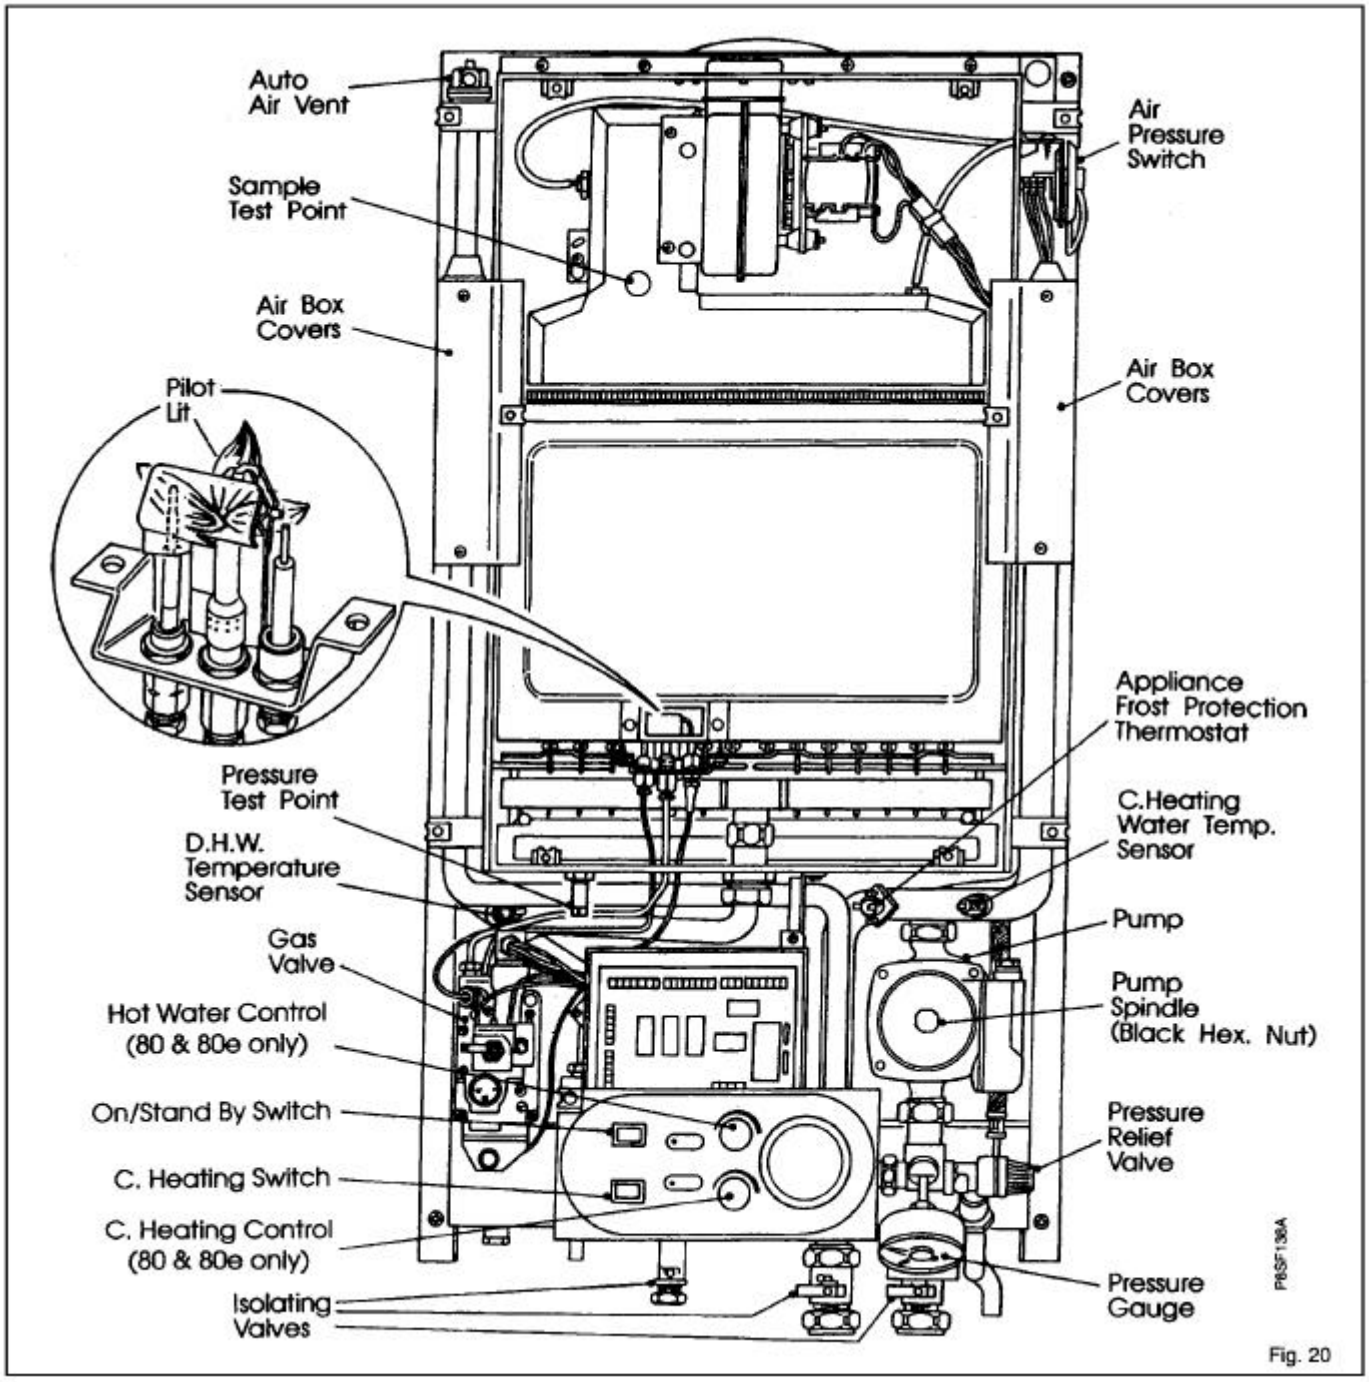

Fig. 20
(Fig. 20)
k) Loosen or remove the outlet (burner) pressure test point screw in the gas valve body (Fig. 29), and connect via a flexible tube to the + or Hi side of pressure gauge. Then connect the - or Lo side of pressure gauge via another flexible tube to the pressure test point in the base of the inner casing. (Fig. 20)